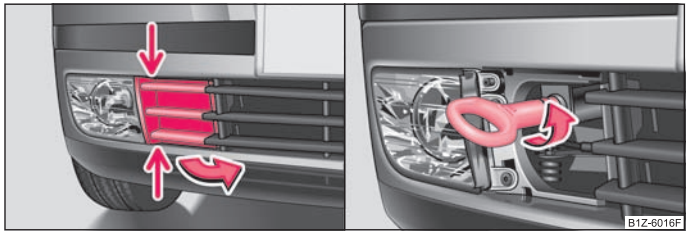

Fig. 141 Pare-chocs avant: Grille de protection/pose de l'oeillet de remorquage
- Appuyer avec la main sur la grille (à l'extrémité de la plaque d'immatriculation) et la détacher en la tirant dans le sens de la flèche⇒ fig. 141, à gauche.
- Visser à la main l'oeillet de remorquage à fond dans le sens anti-horaire jusqu'en butée ⇒ fig. 141, à droite. Pour le serrage, nous recommandons d'utiliser par ex. la clé de roue*, l'oeillet de remorquage d'un autre véhicule ou un objet analogue que vous passerez au travers de l'oeillet.